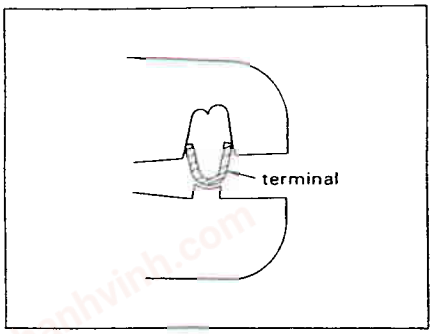

Fig. 2
(4) Squeeze handles gently until the terminal is held by the dies per Fig. 2. Do not deform the terminal at this stage.